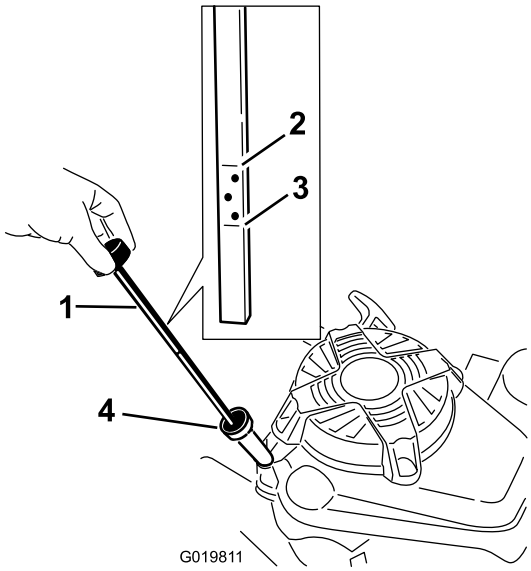

Figur 14
Før brug skal du hver gang sørge for, at oliestanden står mellem Add- og Full-mærket på målepinden (Figur 14).
2. Rengør området rundt om målepinden (Figur 14).
6. Aflæs oliestanden på målepinden (Figur 14).